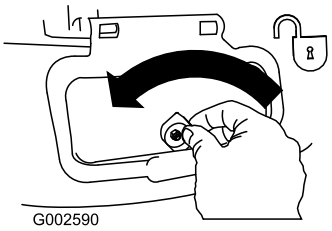

Figuur 26
1. Ontgrendel het deurtje van de zijafvoer (Figuur 26).